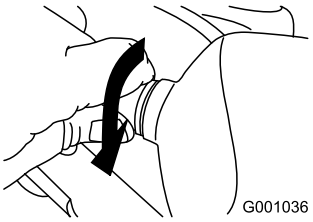

**Figur 56**
5. Vrid lampsockeln medsols tills den är ordentligt åtdragen (Figur 56).